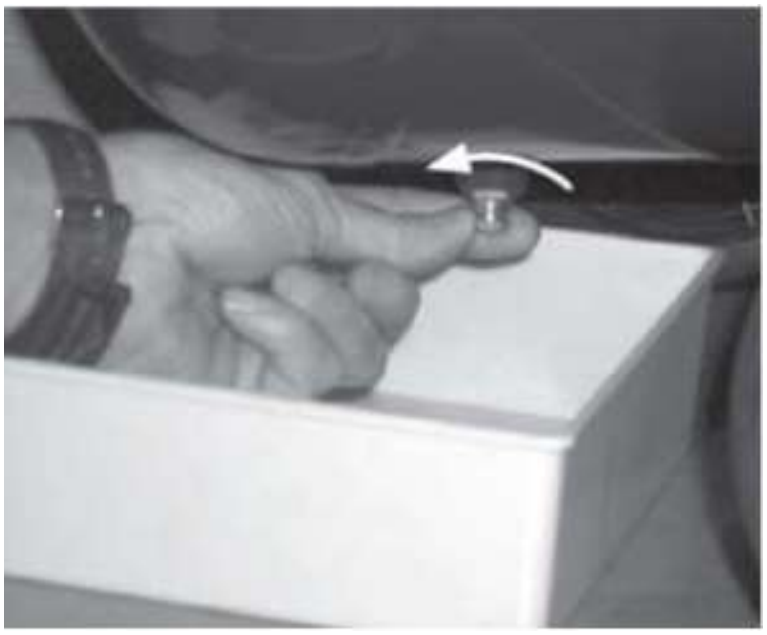

Рис. 6
1.Установить компрессор так, чтобы дренажный клапан смотрел вниз (Рис. 6).